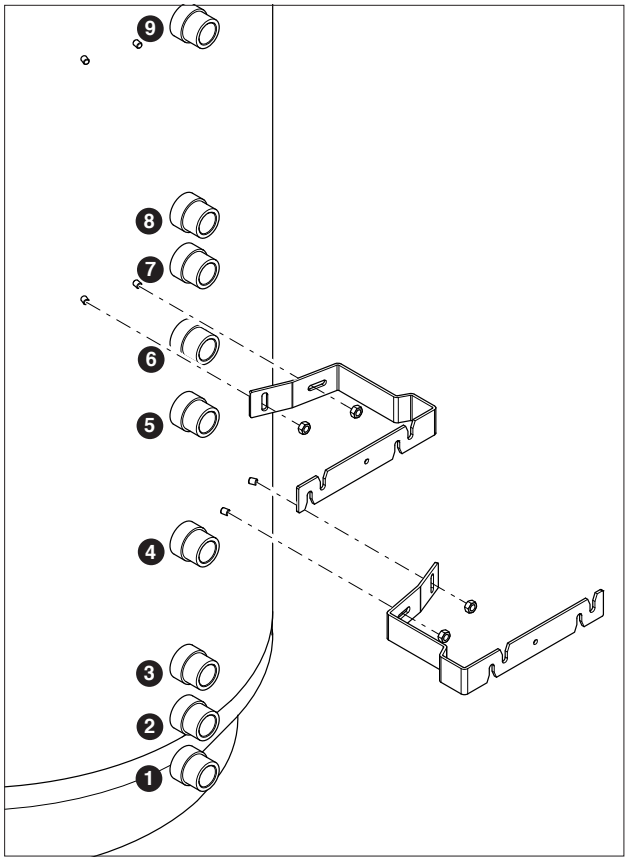
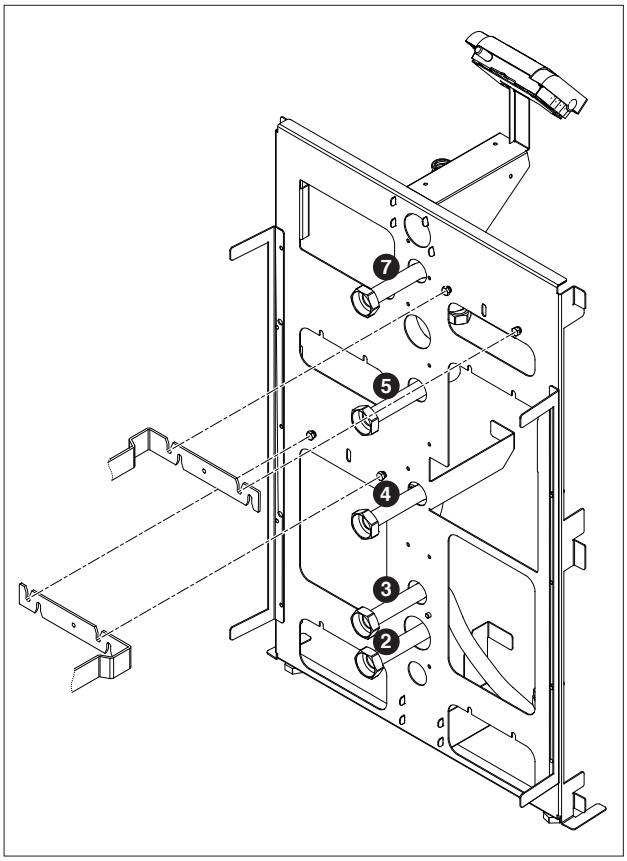

*Abb. 10 Montageadapter mit Muttern an die Stehbolzen des Speichers schrauben; Nummerierung der Speicheranschlüsse.*
*Abb. 11 Station in die Montageadapter am Speicher einhängen; Nummerierung der Anschlüsse und Löcher in der Rückwand.*
Die hydraulischen Verbindungen zwischen der Station und dem Speicher werden im Folgenden von ❶ (unterer Speicheranschluss) an durchnummeriert (siehe Abb. 10). Diese Nummerierung wird auch verwendet beim Rohradapter (siehe Abb. 13), bei den entsprechenden Edelstahl-Wellrohren und den Löchern in der Stationsrückwand zur Duchführung der Edelstahl-Wellrohre (siehe Abb. 11).
Die Station wird nach dem Entfernen der Dämmung (Abb. 9) über zwei Montageadapter befestigt. Diese werden am Speicher angeschraubt (Abb. 10). Die Station wird über an der Rückwand befindliche Schrauben eingehängt und verschraubt (Abb. 11). Das horizontale Ausrichten ist unter Zuhilfenahme einer Wasserwaage über drei Stellschrauben am Boden der Station möglich (Abb. 12). Die Station ist tangential am Speicher auszurichten, damit später die seitlichen Dämmteile der Station (4) beidseitig bündig angebracht werden können (Abb. 12 links oben).